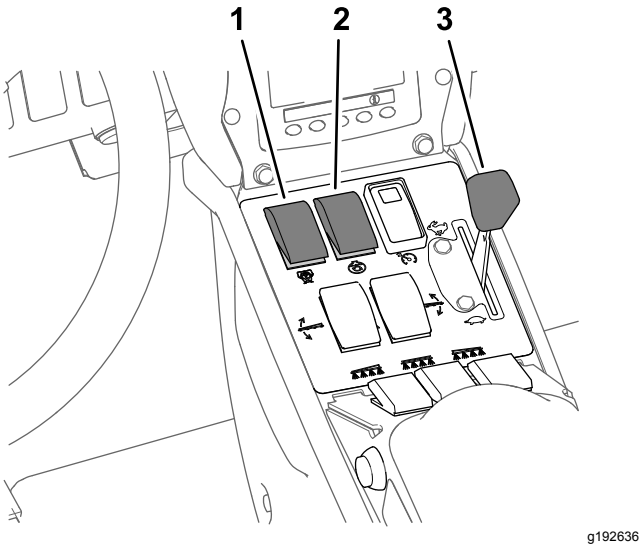

Figur 37
8. Slå PÅ omrörningsomkopplaren och sprutpumpomkopplaren (Figur 37).
9. För gasreglaget till det SNABBA läget (Figur 37).
Obs: Den här proceduren förutsätter att sprutpumpen är påslagen. Se Figur 37 i Sprutning i spruthastighetsläget (sida 34).
4. För gasreglaget till den hastighet du vill använda för sprutning. Se Figur 37 i Sprutning i spruthastighetsläget (sida 34).